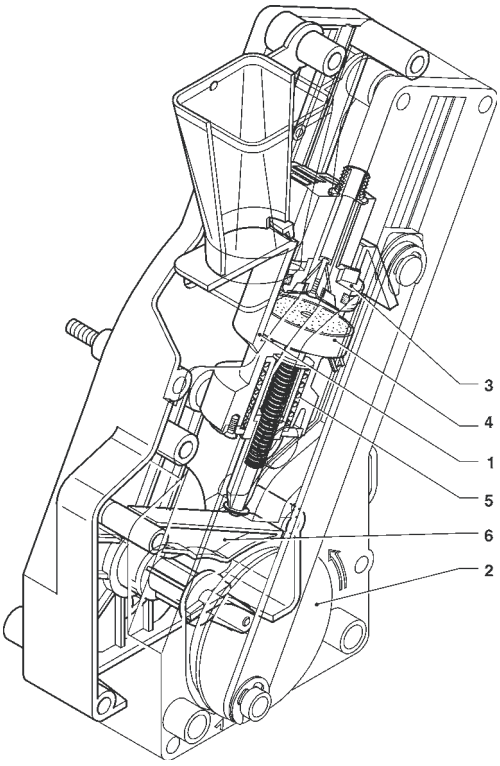

Рис. 20
Редукторный двигатель, приводимый в действие диском (2), расположенным снаружи узла, поворачивается на 180 , заставляя заварочную камеры наклониться и опуская верхний поршень (3) (смотри Рис.20).
Кроме этого, когда рычаг полностью находится в крайнем верхнем положении, защелку можно извлечь из выемки в регуляторе дозы (смотри Рис. 20) и переместить в другую выемку, чтобы изменить настройку средней дозы на: